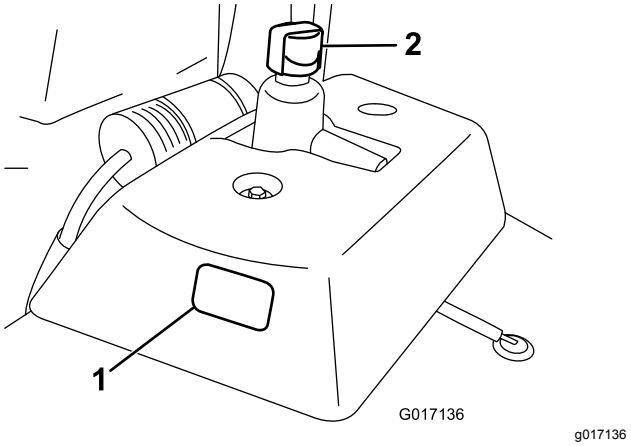

Figuur 22
1. Plaats de machine op een horizontaal oppervlak. Laat de motor afkoelen zodat de vloeistof koud is. U kunt het vloeistofpeil aflezen op het kijkglas van de meter op de zijkant van de hulptank (Figuur 22). Als het oliepeil zich tussen de twee markeringen op het kijkglas bevindt, is er voldoende olie.